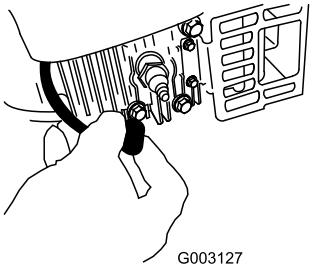

Rysunek 33
2. Przed wykonaniem którejkolwiek z procedur konserwacyjnych odłącz kabel świecy zapłonowej od świecy (Rysunek 33).